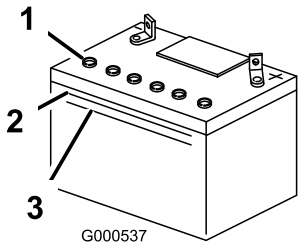

**Figure 38**
1. Observez le côté de la batterie. Le niveau de l'électrolyte doit atteindre le trait **supérieur** (Figure 38). Le niveau d'électrolyte ne doit pas descendre au-dessous du trait inférieur (Figure 38).
3. Enlevez les bouchons d'aération de la batterie (Figure 38).
4. Versez de l'eau distillée avec précaution dans chaque élément jusqu'au repère supérieur (Figure 38) sur le côté de la batterie.
5. Attendez cinq à dix minutes après avoir rempli les éléments. Au besoin, ajoutez de l'eau distillée pour amener le niveau jusqu'au repère supérieur sur le côté de la batterie (Figure 38).